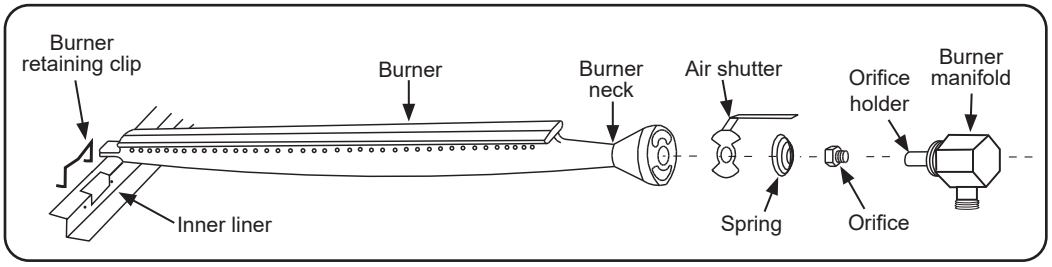

Fig. 36-4 Burner components diagram
3. Locate and remove the burner retaining clip from the left end of the burner using a flat head screwdriver (see Fig. 36-4).
- **a.** Install the air shutter spring, then the air shutter over the orifice holder fitting in the order and position as shown in Fig. 36-4.